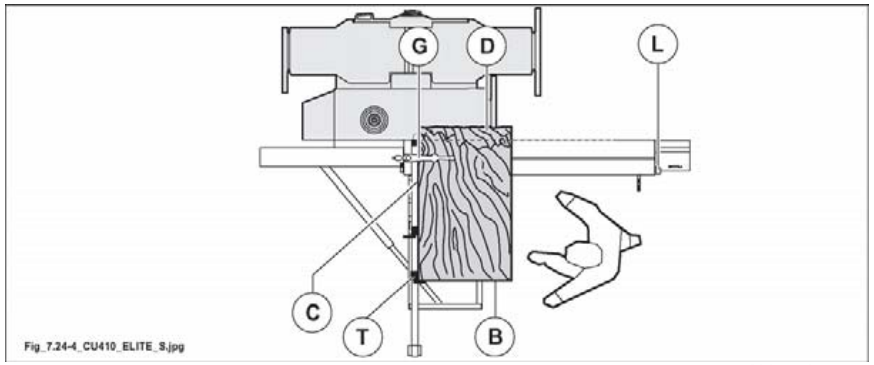

Abb. 7.24-4
- Schiebetisch ganz rechts verstellen (siehe Abb. 7.24-4) und Hebel (L Abb. 7.24-4) festklemmen.
- Platte um 90° drehen, die besäumte Seite (C Abb. 7.24-4) gegen Alu-Lineal und Seite (B Abb. 7.24-4) gegen Anschlag (T Abb. 7.24-4) (der auf das gewünschte Schnittmass eingestellt ist) legen, Platte durch Spannarm (G Abb. 7.24-4) festspannen Schnitt (D) Abb. 7.24-4) vornehmen.